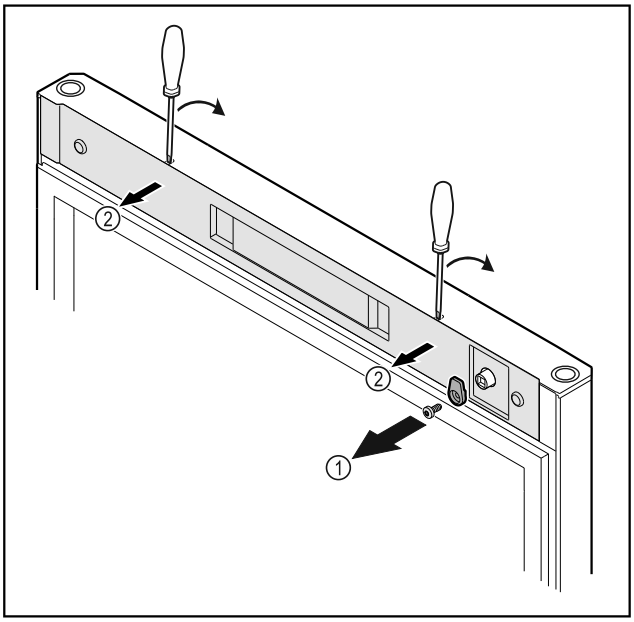

Fig. 8
▶ Unscrew the door latch *Fig. 8 (1)*.
▶ Unlatch the cover *Fig. 8 (2)* with a small screwdriver and remove it.